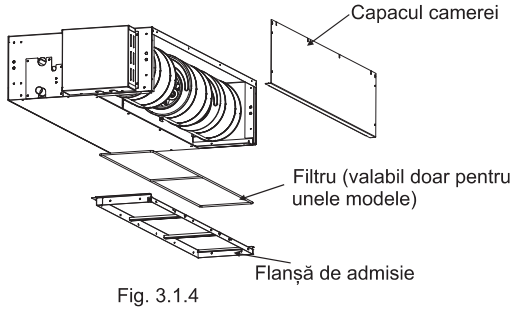

Fig. 3.1.4
(2) Reatașați capacul camerei îndepărtate, conform orientării prezentate în Fig. 3.1.4, reatașați flanșa laterală de admisie scoasă orientată, după cum se arată în Fig. 3.1.4.